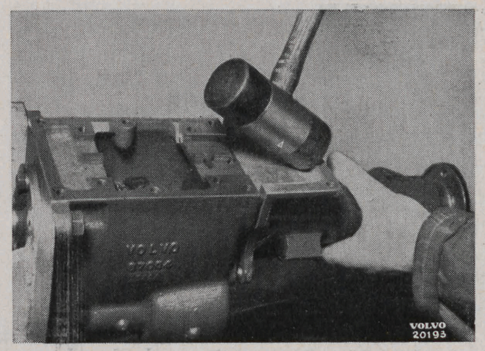
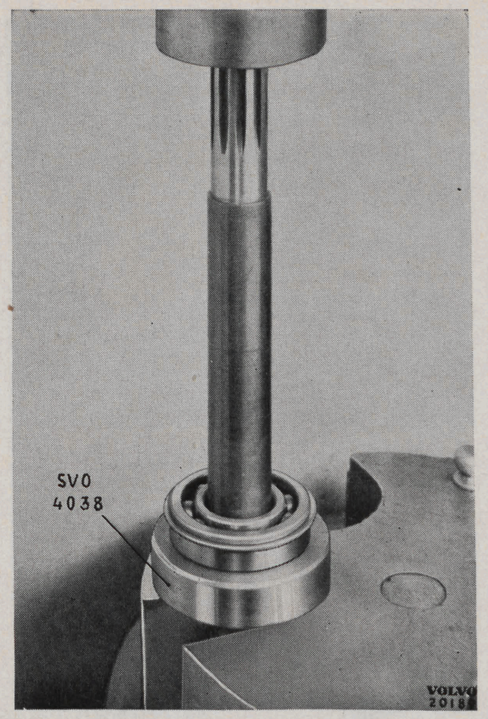

Bild 10. Demontering av bakre lock.
Bild 13. Demontering av lager på huvudaxel.
3. Lyft upp skiftaxeln (9) för 2:ans och 3:ans växlar. Den andra skiftaxeln följer då med. Tag bort spärrkulan.
4. Tag bort de fyra skruvarna för bakre locket och drag loss detta jämte axel, eventuellt med tillhjälp av en gummiklubba, se bild 10. Lyft ur främre synkroniseringskonan, som nu ligger lös.
5. Tag bort låsringen (8) med låsringstång och drag ut huvudaxeln. Synkroniseringsanordningen, tvåans drev samt skjutbara kugghjulet för ettan och backen kan därefter lyftas ur.
6. H 5—H 6: Tag loss muttern och drag av medbringaren med avdragare SVO 2261 för PV 444, 445, 544 och SVO 2262 för P 1200. Pressa lagret av huvudaxeln. Använd SVO 4038 som underläggsring, se bild 13.
3. Tag bort låsringen (26) för främre lagret (28) och pressa av detta i en press. SVO 4038 användes som underlägg, bild 13.